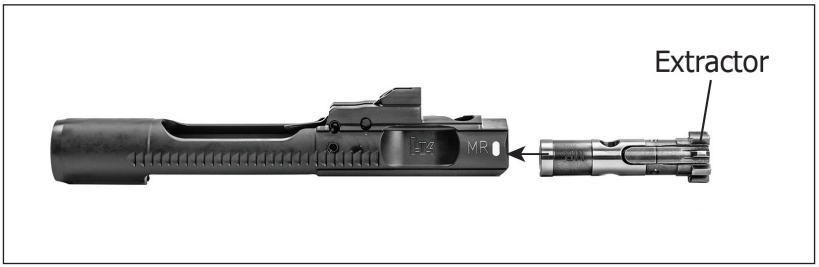

Fig. 33 – Bolt Carrier reassembly
a. Slide the bolt head into the bolt carrier until the circular mounting surface for the cam pin on the bolt heads aligns with the front of the raceway on the bolt head carrier. Pointed down range, the extractor should be on the right-hand side of the bolt carrier and ejector should be on the left (Fig. 33).